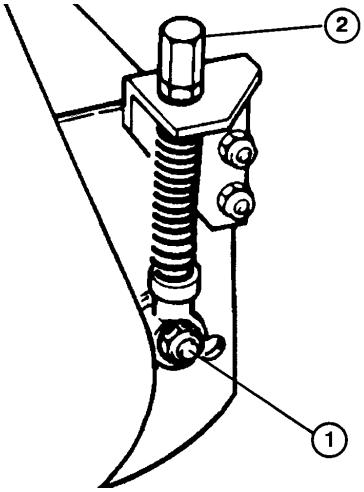

Figure 1
B. Om det inte finns någon kontakt lossa låsmuttern som sitter på var justerare (fig. 1). Vrid sedan var justerknopp medurs lika mycket tills lätt kontakt känns och hörs.
1. Spärra varje klippenhet i fast läge (se klippenhetens läge, fig. 1). Ställ in cylinder-mot-underknivsjusteringen och klipphöjdsjusteringen.